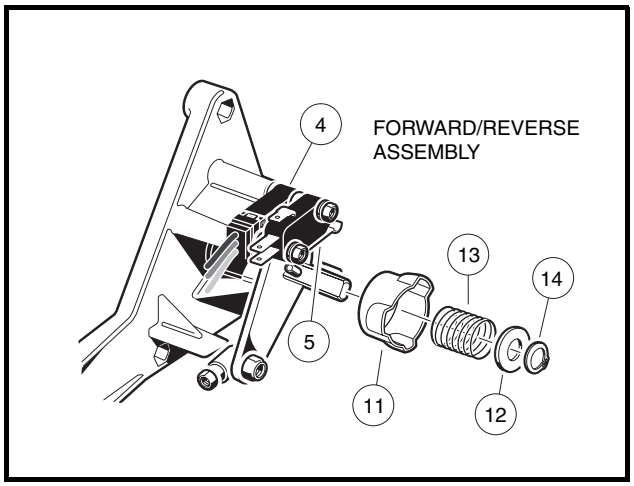

Figure 12-20 Neutral Lockout Cam
2. Remove the external snap ring (14) **(Figure 12-20, Page 12-19)**.
3. Remove the plastic washer (12) and the spring (13).
4. Remove the cam (11).
1. Install the cam (11) **(Figure 12-20, Page 12-19)**.
2. Install the spring (13) and the plastic washer (12).
3. Install the external snap ring (14) onto the shaft. Be sure the snap ring is installed in the groove on the shaft.